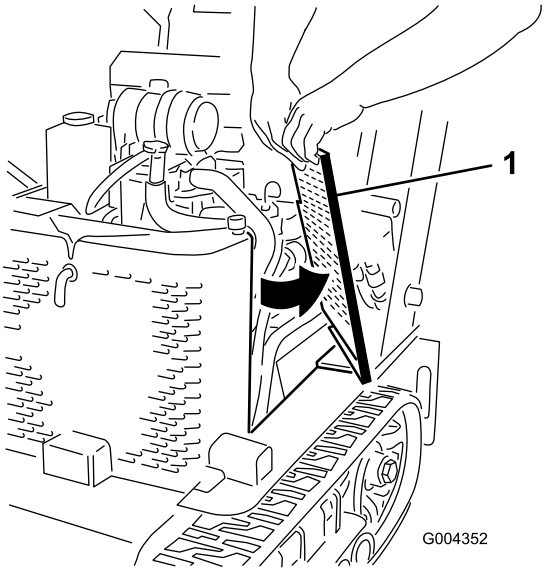

Rysunek 30
2. Przesuń osłony boczne (Rysunek 30) do góry, wysuwając z otworów w przedniej osłonie i ramie.